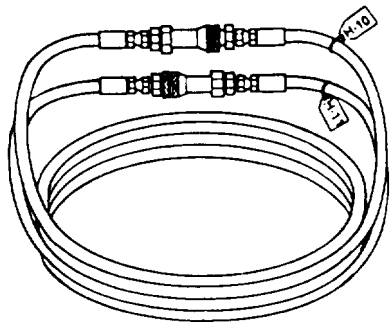

Figure 5-14. *Extension Hoses*
c. Roll up hoses H-10 and H-11 and connect ends together (Figure 5-14). Return them to tool box.